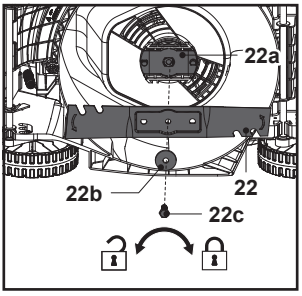

**Fig. 21**
5. Substitua a lâmina de corte (22) por uma nova do mesmo tipo. Verifique primeiro o estado do suporte da lâmina (22a) no fuso e, em seguida. fixe a lâmina de corte (22) no suporte da lâmina (22a), alinhando-a com os padrões no suporte da lâmina (22a), fixe o conjunto com a anilha plana (22b) e o parafuso de fixação (22c) e aperte manualmente.
6. Segure firmemente a lâmina de corte (22) com uma mão protegida com uma luva resistente e/ou com um pau de madeira e aperte o parafuso de fixação (22c) para a direita com um binário mínimo de 25 Nm e máximo de 30 Nm para garantir um funcionamento seguro da máquina (Fig. 21).